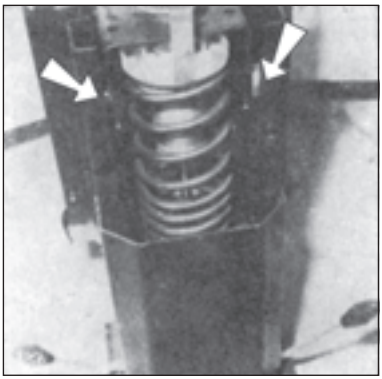

Fig. 170
33. Check the function of the seat handle control and the seat roller and if necessary, clean and grease the guide rail surfaces and the seat handle bolt (Fig. 170) after four bolts M 6 and the seat cover have been removed.
48. Check the tightness of the hydraulic seat damper. If the fluid is leaking, replace the defective sealing of the piston rod, rinse the damper with petrol and refill it with 70 cm^3 of damper oil (Fig. 170).